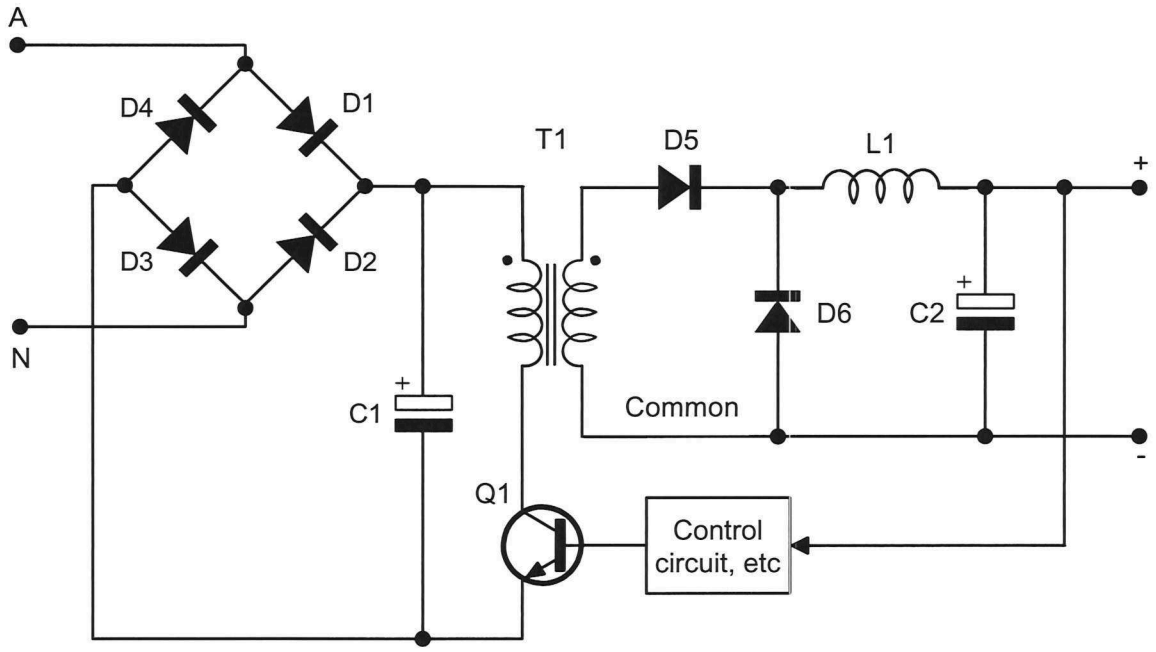

Figure 1
Questions 5 to 12 refer to the circuit in Figure 1 below
9. Draw on Figure 1 the currents around the circuit when *Q1* is on.
10. Use a different coloured pen to draw on Figure 1 the currents around the circuit when *Q1* is off.
15. Draw on Figure 1 the currents around the circuit when *Q1* is on (assume the circuit has been operating for more than one cycle of the PWM's signal).
16. Use a different coloured pen to draw on Figure 1 the currents around the circuit when *Q1* is off.